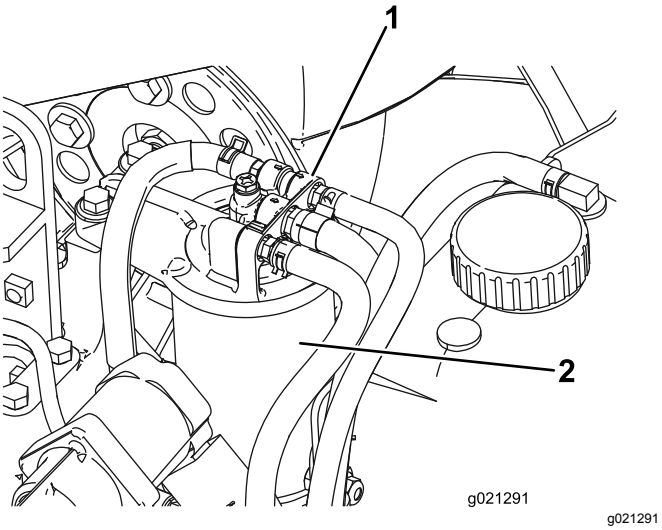

Figur 79
1. Rengør området omkring brændstoffilterhovedet (Figur 79).
2. Afmonter filteret, og rengør filterhovedets monteringsflade (Figur 79).